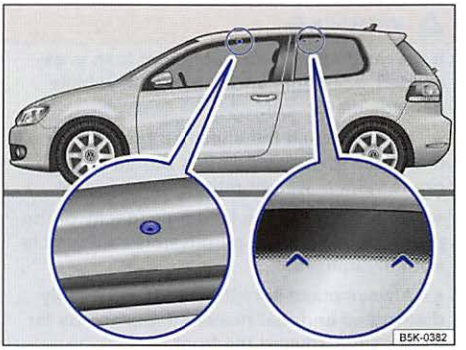
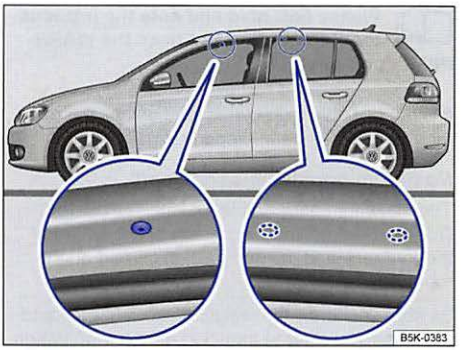

Fig. 89 Mounting points for the base carrier and roof rack on 2-door vehicles.
Fig. 90 Mounting points for the base carrier and roof rack on 4-door vehicles.
The front mounting holes are on the underside of the roof frame. They are sealed with plastic screws ⇒ fig. 89 (magnified view on left). The holes are only visible when the door is open. The rear markings for the base carrier are above the rear side windows ⇒ fig. 89 (magnified view on right).
The front mounting holes are on the underside of the roof frame. They are sealed with plastic screws ⇒ fig. 90 (magnified view on left). The rear markings for the base carrier are on the underside of the roof frame ⇒ fig. 90 (magnified view on right).
- **Mount the roof rack base carrier only at the markings shown in the illustration ⇒ fig. 89 or ⇒ fig. 90.**